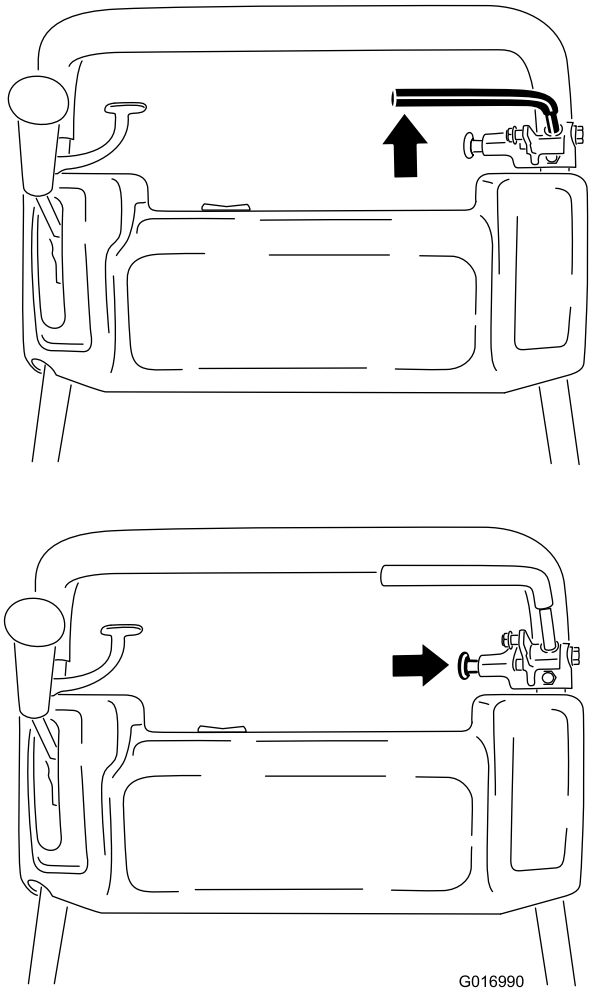

Figuur 31
1. Schakel de bedrijfsrem volledig in en duw de knop van de parkeerrem in zodat de bedrijfsrem op de pen van de parkeerrem rust (Figuur 31).